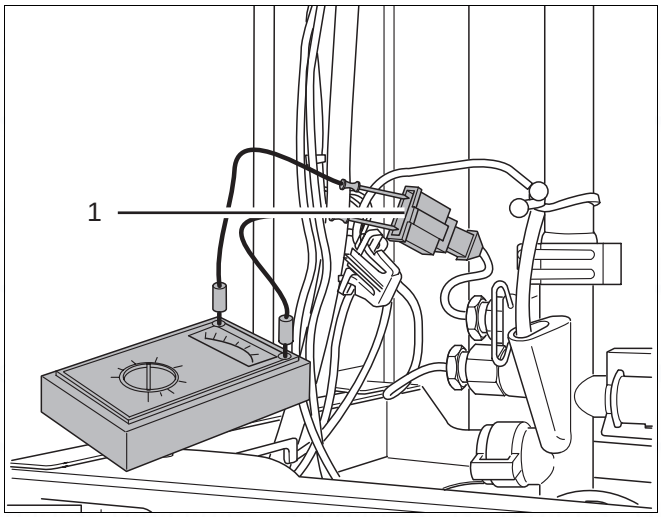

Fig. 51 Buderus 600 - 11R / 19R / 24R: checking the flow sensor
- Measure resistance of sensor (fig. 51, item 1).